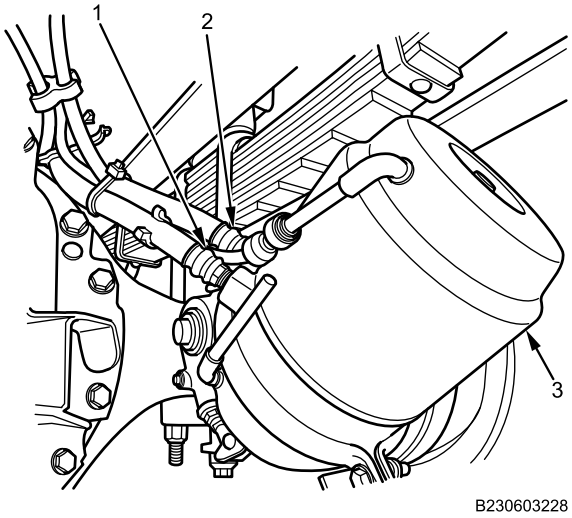

Figure 4. Rear Brake Chamber.
6. Remove parking brake air hose (Figure 4, Item 2) on brake chamber (Figure 4, Item 3).
7. Remove service brake air hose (Figure 4, Item 1) on brake chamber (Figure 4, Item 3).